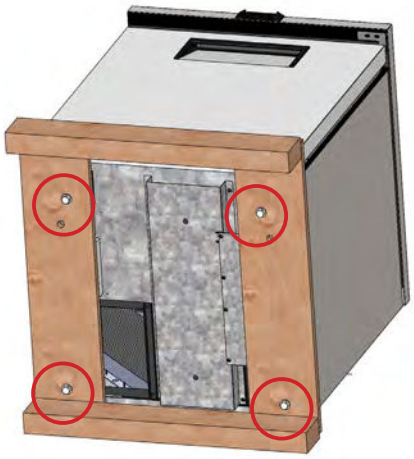

***Fig. 3.*** Remove all shipping bolts.
2. With an adjustable wrench, remove all shipping bolts securing the wood skid to the bottom of the cabinet. See fig. 3.